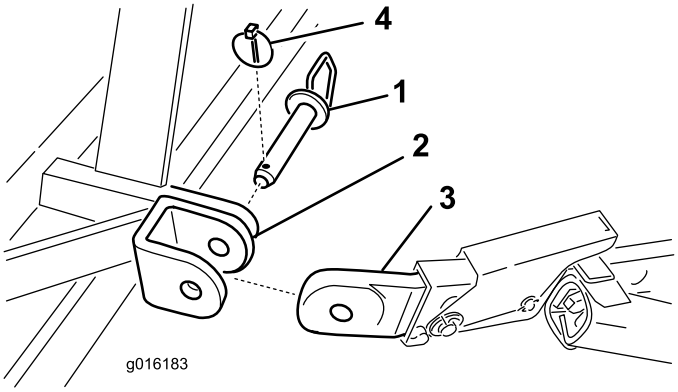

Figur 4
5. Fastgør de nederste forbindelsesarme på dybdelufterens monteringsbeslag med koblingstapper og ringstifter (Figur 4).